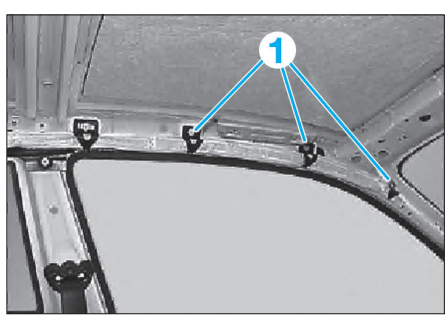

Fig. 22
- les vis (1) de fixation de l'airbag rideau **(Fig.22)**,